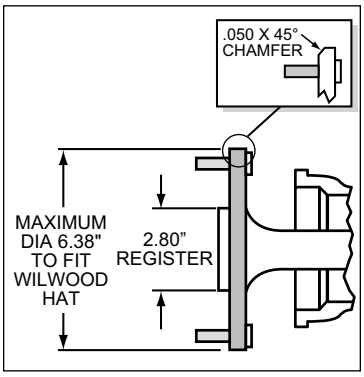

**Figure 2. Axle Flange Maximum Dimension**
- Axle center register diameter is 2.80”, Figure 2. This kit uses Wilwood’s removable center register adapters. Rotors can either be centered on the axle register, i.e. *register-centric* or centered on the wheel studs, i.e. *stud-centric.* Due to variations in wheel stud final diameters, *register-centric* centering can be a more accurate method of centering the rotor to the axle. Wilwood offers various diameter adapters for purchase in addition to the ones supplied in this kit, see Table 1.
- Maximum axle flange diameter must be no larger than 6.38” w/.050” x 45° chamfer, Figure 2.